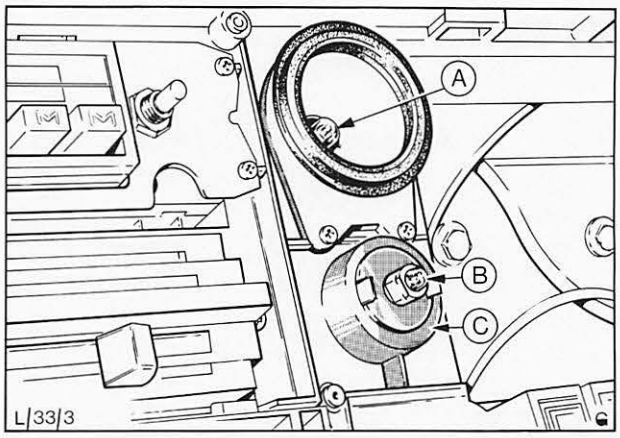

Abb. 32 Schalter – heizbare Rückwandscheibe
5. Schalter aus seinem Sitz lösen, Abb. 32.